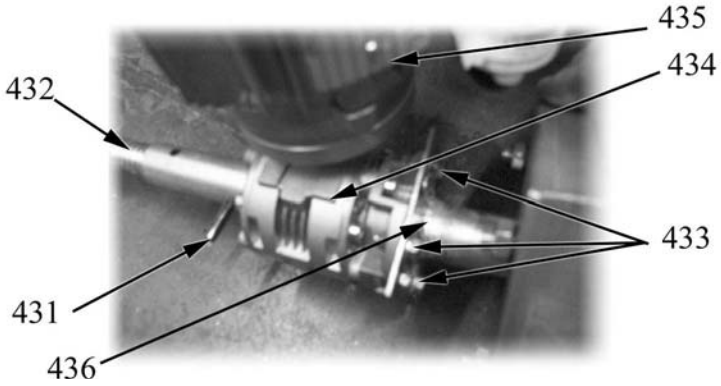

Fig. 43
After removing the motor-reduction gear assembly from the appliance and removing the motor (item 435 in Fig. 43), proceed as follows:
- separate the tilting screw from the reduction gear by pulling out the pin (item 431 in Fig. 43) with the help of a suitable pin extractor tool;
- unscrew the fixing nuts (item 433 in Fig. 43) that fix the reduction gear to the flange;
- remove the reduction gear (item 434 in Fig. 43);